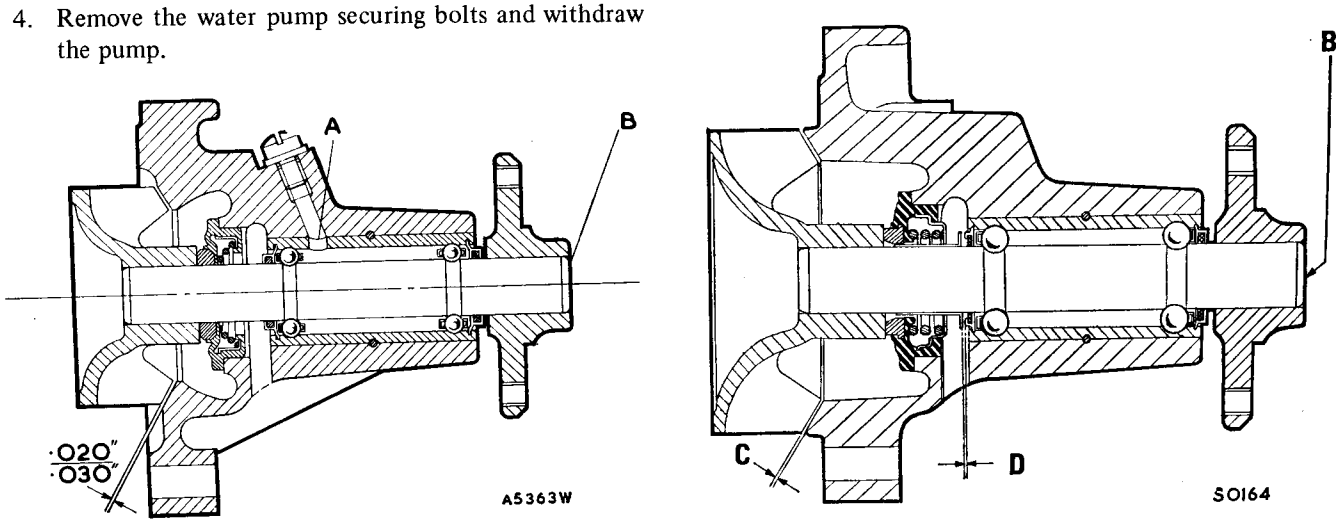

Fig. C.3
9. If the interference fit of the fan hub was impaired when the hub was withdrawn from the spindle a new nut must be fitted. The hub must be fitted with its face flush with the end of the spindle (B, Fig. C.3).
(a) On pumps fitted with the early-type seal and thrower, check the bearing to thrower clearance before fitting the spindle (D, Fig. C.3).
(b) On pumps fitted with a greaser plug, align the holes in the bearing and body (A, Fig. C.3).
12. Press the impeller onto the spindle, ensuring that the correct running clearance (C, Fig. C.3) is maintained between the impeller vanes and the pump body.